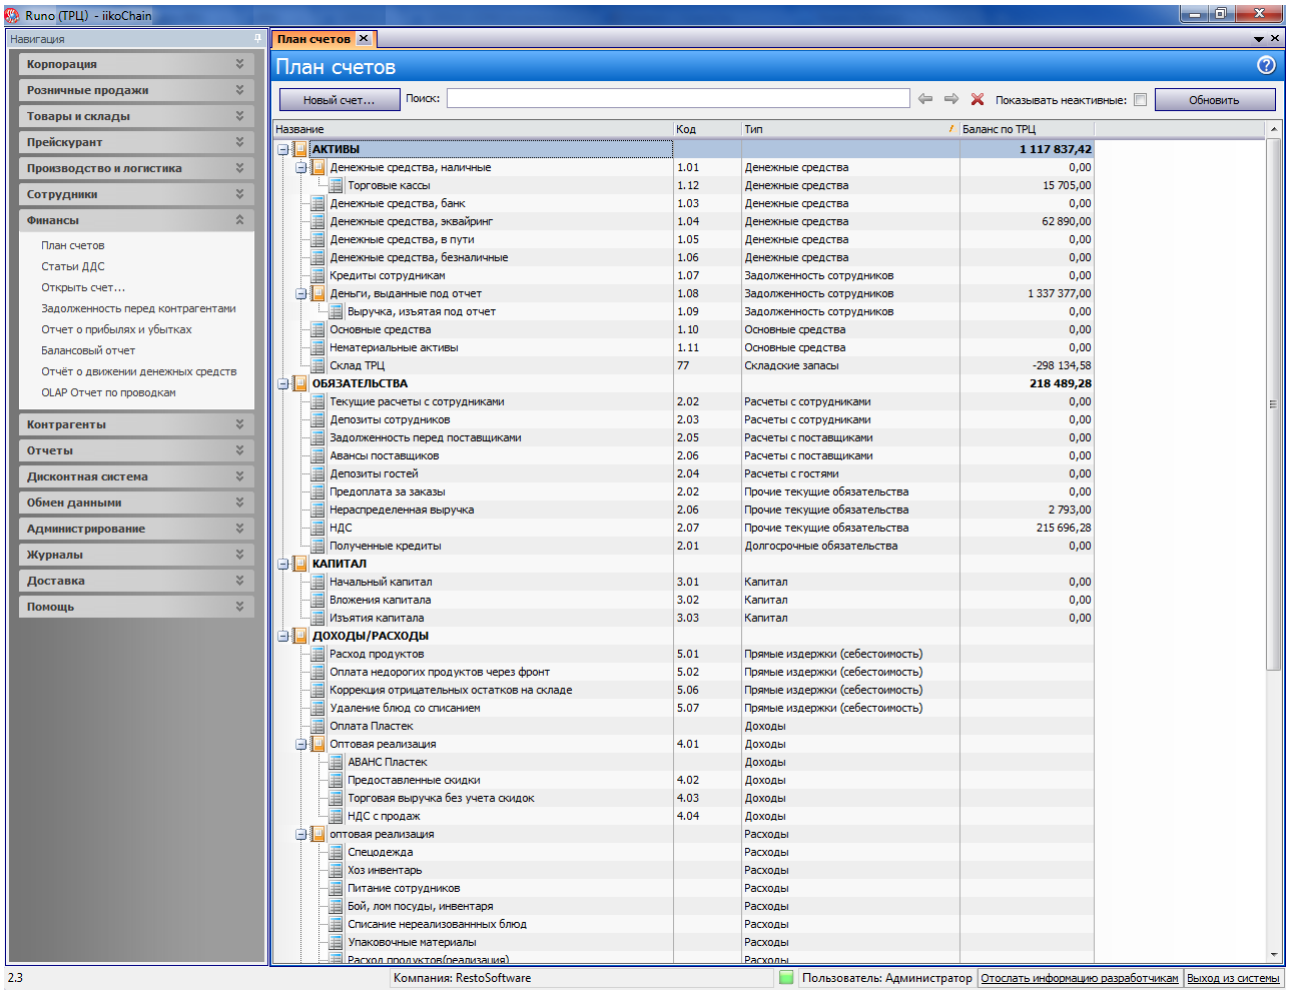

Рисунок 134 План счетов
1. В **Плане счетов** (см. Рисунок 134) выполните двойной щелчок по счету, с которого нужно произвести списание (например, «Деньги, выданные под отчет»). Произойдет переход в карточку данного счета, отображающую движение по нему средств. По умолчанию в списке представлены операции за последние 30 дней.